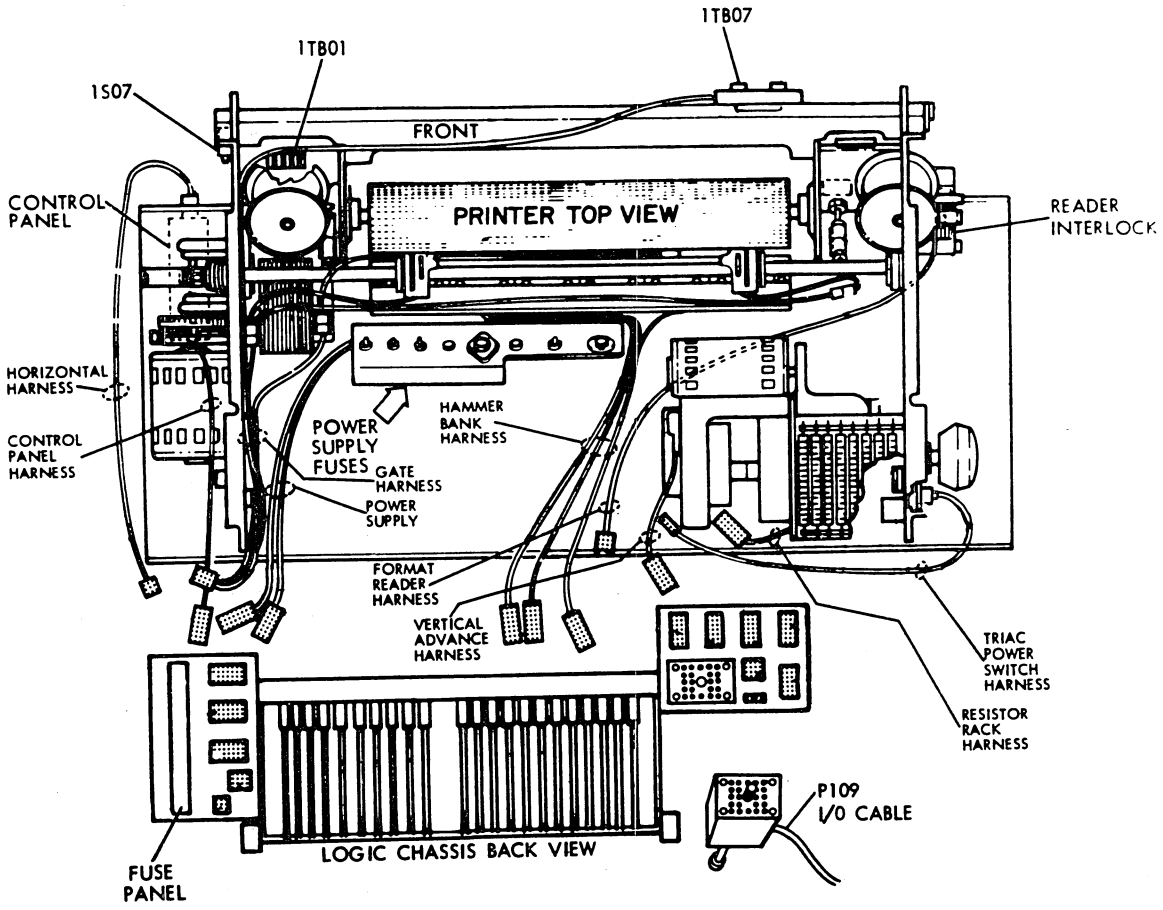

Figure 6F-60. Print Drum Interlock Switch (IS07)
6. Locate the 6/8 LINE switch (figure 6F-62).